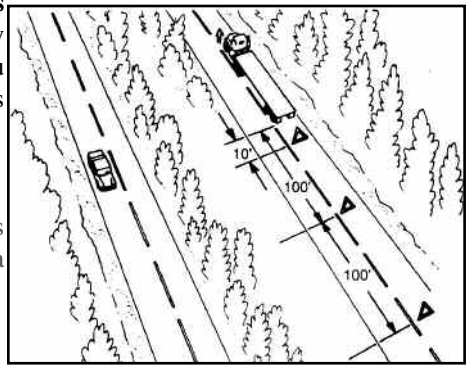

Figura 2-8 – Colocación de las señales de advertencia: Carretera de un solo sentido o dividida
m), y 200 pies (60 m) de distancia de la parte trasera del vehículo averiado. (vea la figura 2-8). Una sugerencia para colocar conos es como sigue: Tome 4 pasos de 30 pulgadas y coloque el primer cono, luego continúe contando 40 pasos y coloque el segundo, luego continúe contando hasta 80 pasos y coloque el último cono.